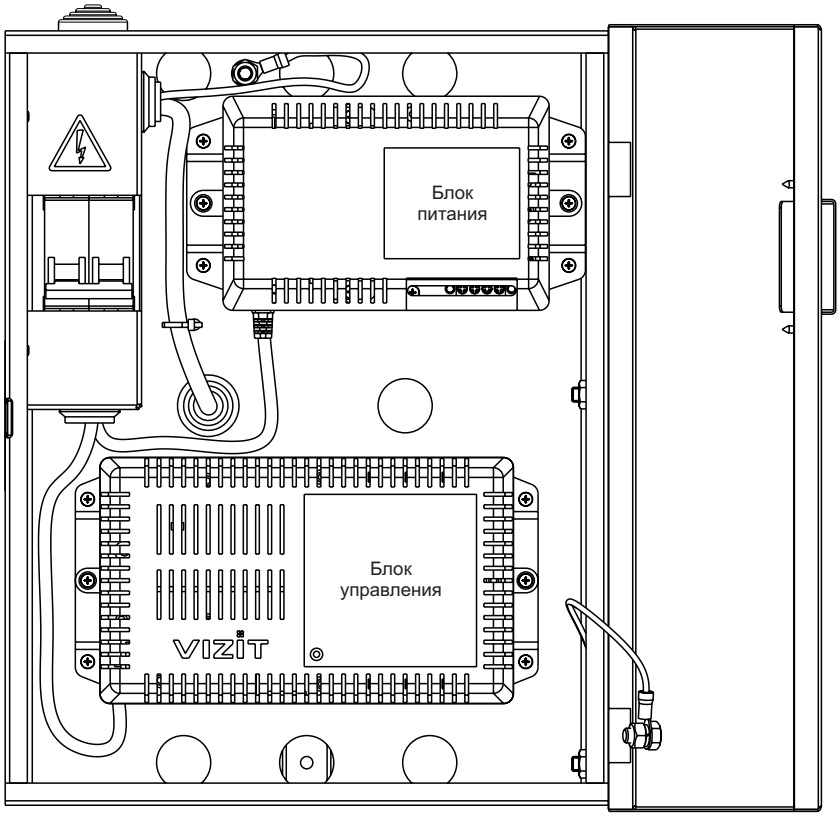

Рисунок 2 - Расположение блоков в боксе
- Заведите кабель внутрь бокса через одно из отверстий для кабеля питающей сети ⑥.
При вводе кабеля через отверстие в задней стенке (см. рисунок 2) установите в это отверстие кабельный ввод-сальник ⑨ предварительно снятый с нижней стенки.